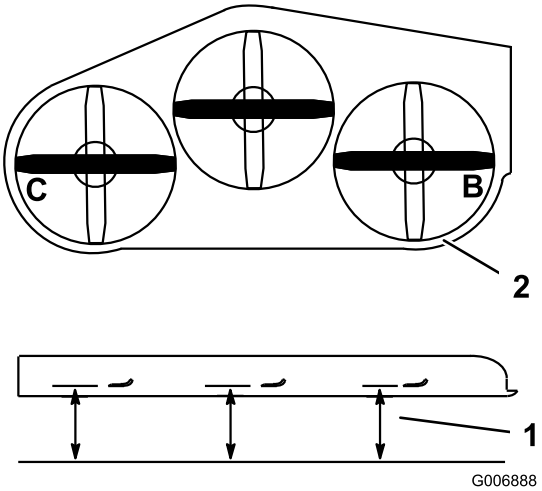

**Figuur 80**
1. Zet het **rechter** maaimes in de horizontale stand (Figuur 80).
2. Meet het rechtermes bij punt **B**. Meet de afstand tussen een horizontaal oppervlak en de snijrand van het maaimes (Figuur 80).
4. Zet het linker maaimes horizontaal (Figuur 80).
5. Meet het linker mes bij punt **C** (Figuur 80). Meet de afstand tussen een horizontaal oppervlak en de snijrand van het maaimes.